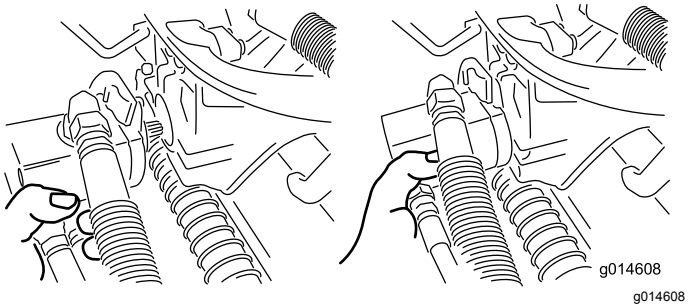

Figuur 46
3. Zet de motor in de opbergruimte op de voorkant van de ophangarm (Figuur 46).